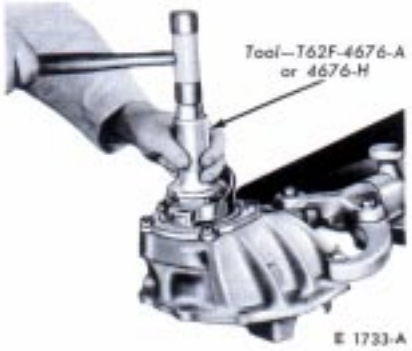

FIG. 9—**Typical Drive Pinion Flange Seal Installation**
9. Install the seal in the retainer, using the tool shown in Fig. 9.
14. Hold the flange with the tool shown in Fig. 9 while tightening the nut.